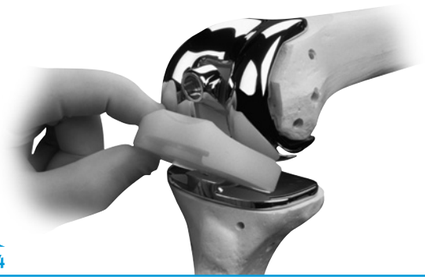

Fig. 64
- Place the Tibial Articular Surface onto the Tibial Base Plate and slide it anteriorly until it engages the tabs **(Fig. 64)**.